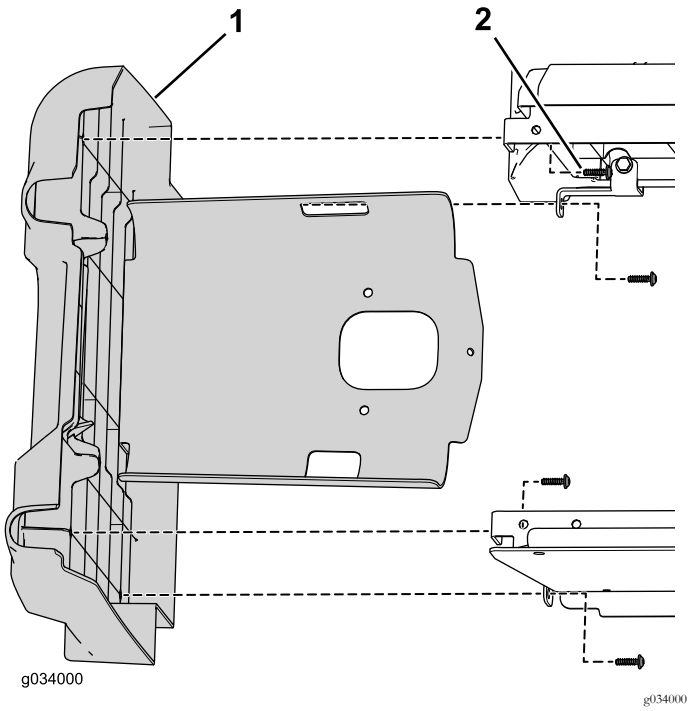

Figura 3
6. Retire los 4 tornillos que sujetan el panel izquierdo al conjunto de asiento inferior (Figura 3).